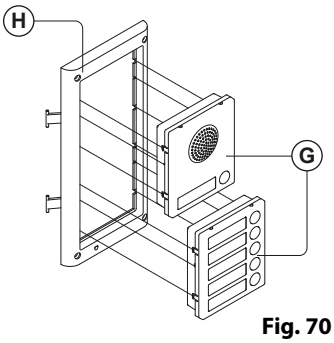
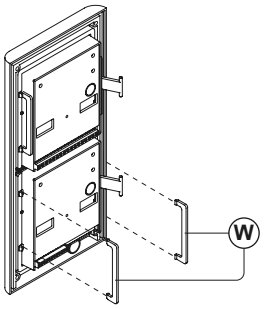

Fig. 70
Fig. 71
4. Before installation of the module support frame, hook the modules Ⓖ to the support frame Ⓗ as shown in **Fig. 70** then, as shown in **Fig.71,** fit the two anti-tampering locks Ⓦ for each module (do the same for the second module support frame);